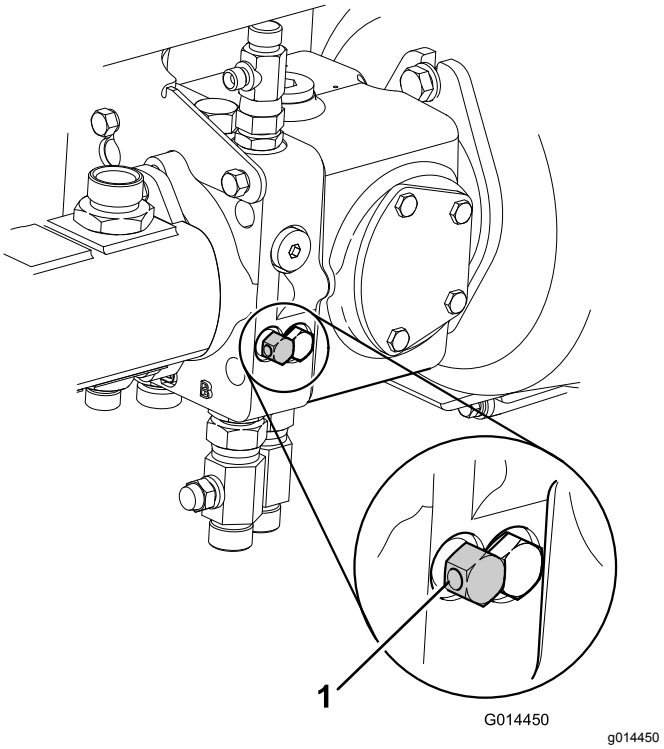

Figuur 37
7. Schakel het hydraulische bedrijfsremsysteem uit door de omloopklep onder de transmissiepomp maximaal 3 slagen linksom te draaien (Figuur 37).